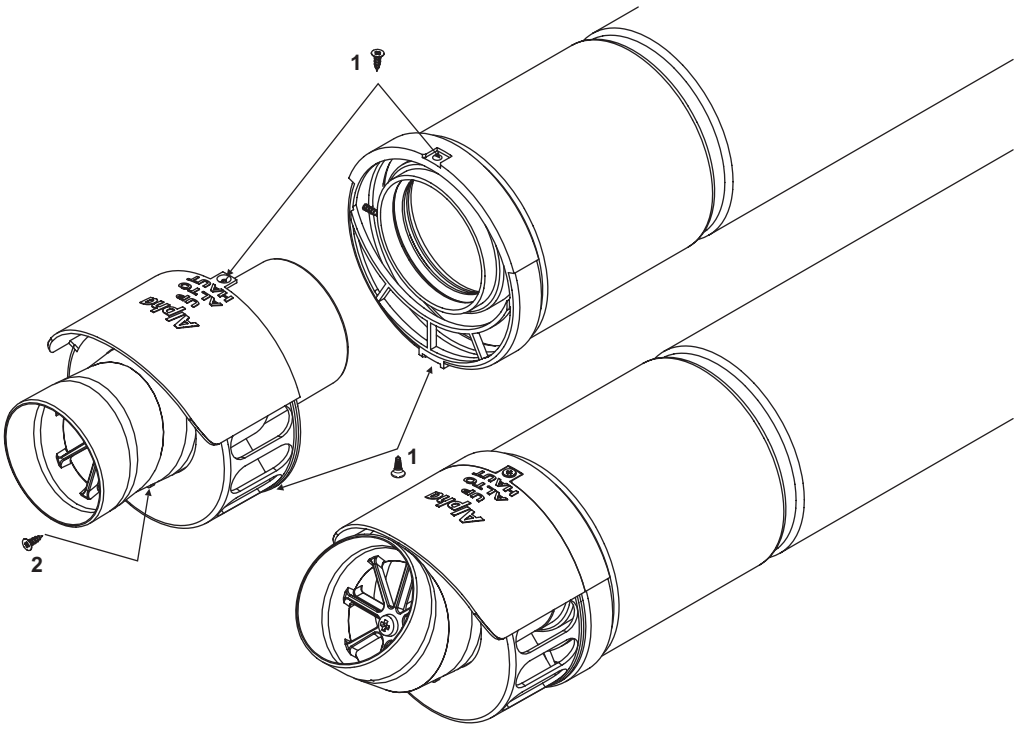

Fig. 5.12
i. Remove the screws (1 in Fig. 5.12) securing the terminal and remove the terminal by pulling it from the flue assembly. Remove the screw (2 in Fig. 5.12) securing the terminal end section and remove the end section from the terminal.